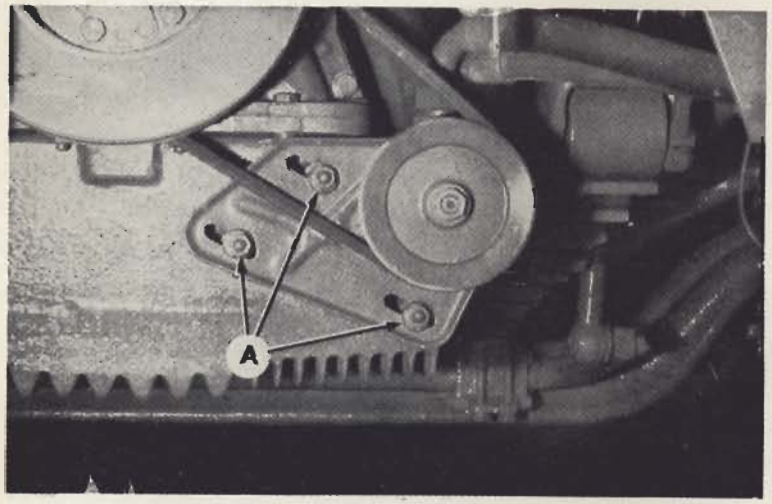

**Fig. 10.7. - Tensado de la correa de accionamiento de la bomba de presión**
a) Aflojar las tres tuercas "A" (fig. 10.7) de la fijación del soporte del motor.